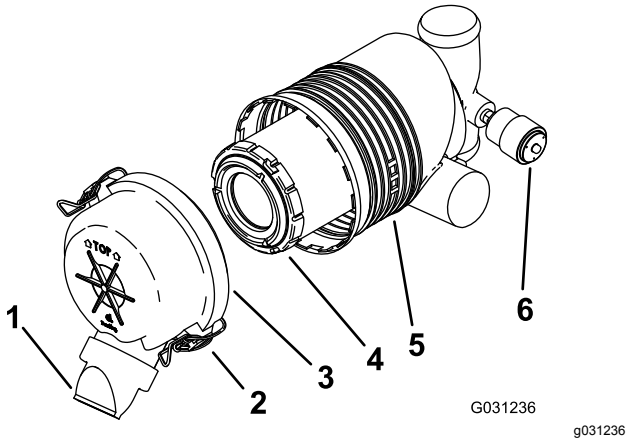

**Figur 32**
***Viktigt:*** **Byt endast ut luftrenarfiltret när serviceindikatorn visar rött (Figur 32). Om du byter luftfiltret tidigare än nödvändigt ökar det risken för att smuts kommer in i motorn när du har avlägsnat filtret.**
5. Lossa spärrhakarna på luftrenaren och dra av luftrenarkåpan från luftrenarhuset (Figur 32).
- Montera luftrenarkåpan med dammkåpan riktad nedåt och fäst spärrhakarna (Figur 32) om serviceindikatorn visar att den är i brukligt skick.
1. Dra försiktigt ut filtret ur luftrenarhuset (Figur 32).
3. Montera filtret med försiktighet (Figur 32).
4. Montera luftrenarkåpan med dammkåpan riktad nedåt och fäst spärrhakarna (Figur 32).